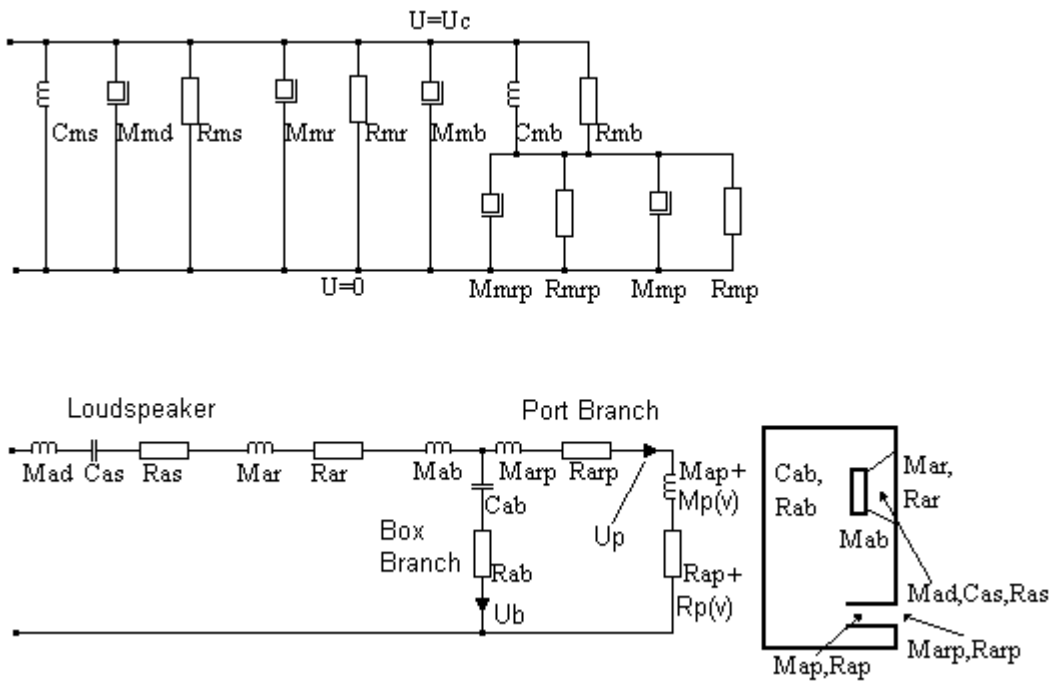

Figure 4.36. Modified model of the vented box including Zp(v) = Rp(v) +jωMp(v)
Vented enclosure shown of Figure 4.36, provides different loading for the back of the diaphragm, as compared to the sealed box. The vibrating system and front loading of the diaphragm are represented on the mechanical mobility circuit the same way as for the sealed enclosure. Introduction of the vent adds several more components such as: (1) mass of the air in the port Mmp and its losses Rmp and (2) radiation impedance of the port represented by Rmrp and Mmrp. The air in the port is treated as a mass because of its small volume and more importantly, because it is incompressible. Particles of air will move on both sides of the vent with the same velocity. The air compressed in the box by the back side of the diaphragm has only one path to escape - pushing the air mass trough the vent. Therefore, the pressure path consists of series connection of Cmb, representing compliant air in the box and the four elements of the port. Since the air in the port is incompressible, the immediate layer of air in front of the box (radiation impedance) will be connected to the same velocity line as the entry to the port inside the box. The other end of the masses is connected to the U=0, or reference velocity as required in mechanical mobility circuits. The mechanics of the above process can be easily demonstrated on a physical model of a vented box. Connecting a small (1.5V) battery across vented box terminals, we can displace the cone in or out of the box. Small air-flow detecting device (candle) positioned in front of the port will show significant air movements, in the direction opposite to the diaphragm. The volume of air displaced by the cone should be similar to the volume of air leaving the port. If the difference is significant, than leakage losses are significant. The above experiment clearly shows the pressure (current) path in the mechanical mobility model, so it should now be easy to explain why the compliance of the box is connected in-series with port elements. It is observable, that Cmb and Mmp+Mmrp form series resonant circuit in the mechanical mobility representation. The circuit will act as a “selective short circuit” for the volume velocity Uc, shorting it to U=0 (ground) at the circuit resonant frequency. Because of the circuit losses, the short is not perfect, but velocity Uc will be much reduced. In the practical system this situation translates into much reduced cone excursion at the box resonant frequency.